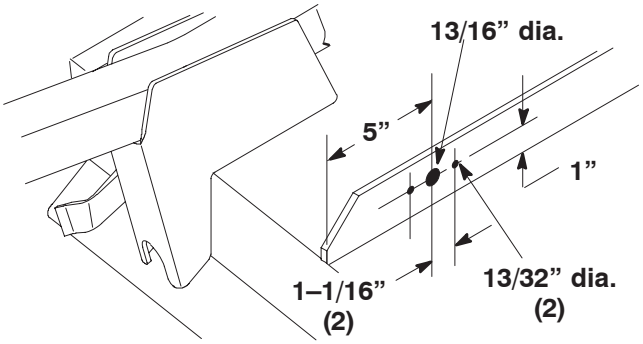

Figure 19
2. Using dimensions shown in Figure 19, locate, mark and drill a 13/16" dia. hole and (2) 13/32" in right bridge bar.